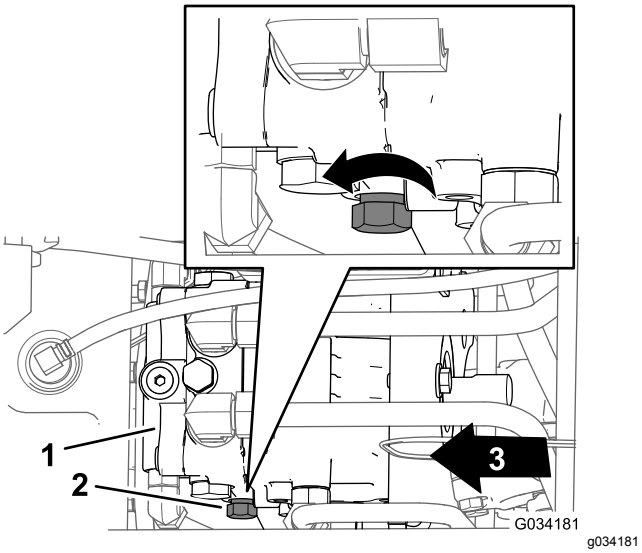

**Figur 29**
2. Find reguleringsgrebet til omløbsventilen på venstre side af hydraulikpumpen (Figur 29).
3. Drej reguleringsgrebet tre omgange mod uret (Figur 29).
3. Drej reguleringsgrebet (Figur 29) med uret, indtil du mærker modstand, der tyder på, at omløbsventilen er lukket.